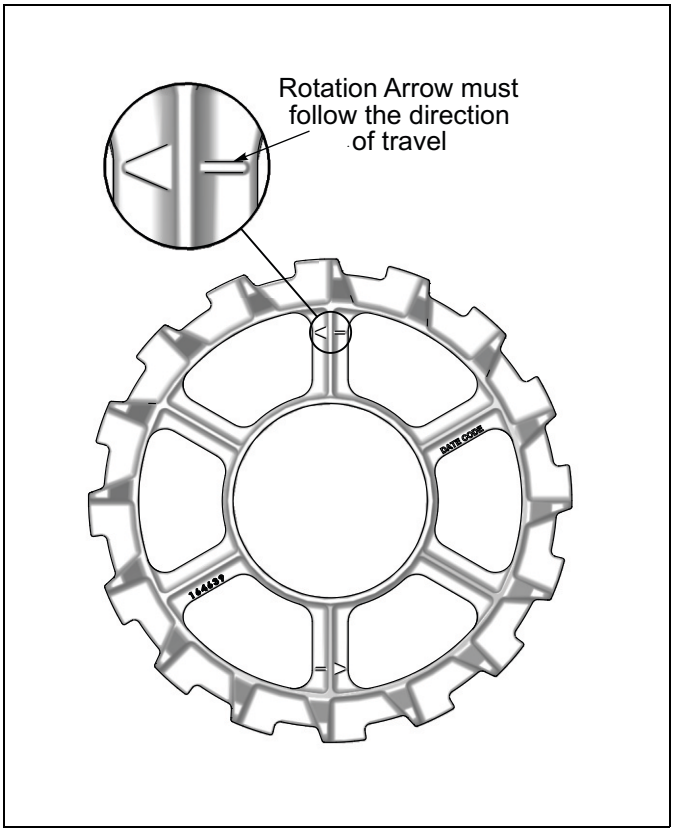

Figure 2-4: Crowfoot Wheel Rotation Arrow
1. Roller Assemblies are pre-assembled from the factory with stub shafts, bearings, shims, and retaining washers. ***NOTE**: Crowfoot Wheel Rotation Arrow must follow the direction of travel.* ***See Figure 2-4.***